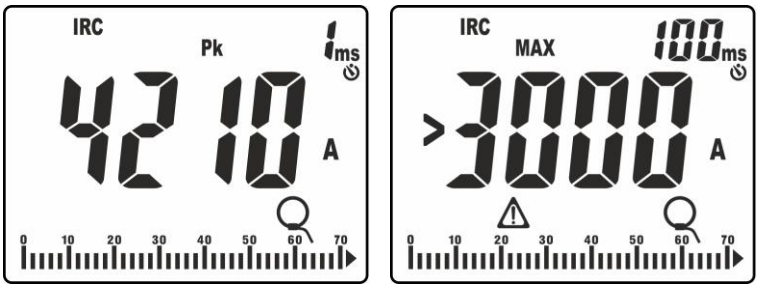

Fig. 44: Exemples d'affichages du courant de démarrage.
- Valeur de crête «Pk» calculée en **1ms** (voir Fig. 44, à gauche)
11. Si le courant mesuré est supérieur au fond d'échelle de la pince configuré, le message comme celui indiqué dans la Fig. 44, à droite (relative à fond d'échelle = 3000A) est affiché à l'écran.